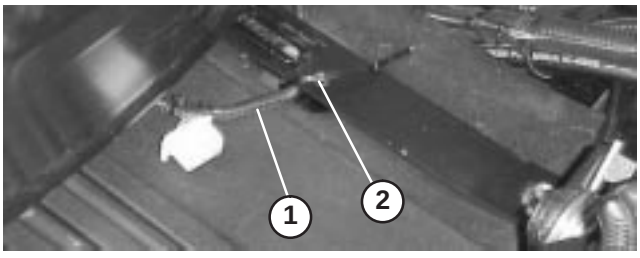

Figur 7
7. Gjelder kun standardsetet: Skyv setet helt fram, dra ledningen til høyre slik at den ubrukte koblingen er plassert slik som vist i figur 7, og fest setebryterledningen til det bakerste hullet i setestroppen med en kabelsnor (kabelsnor følger med setet).